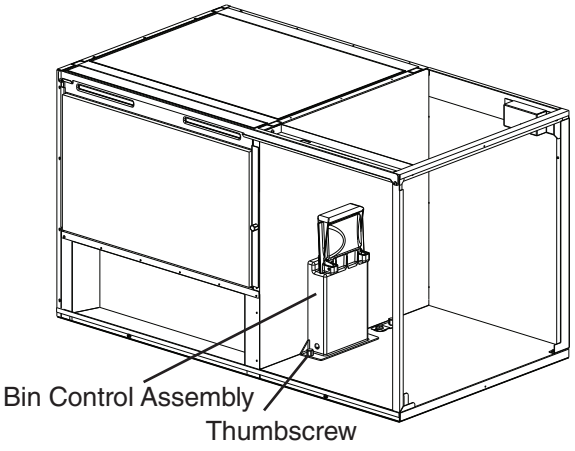

Fig. 3
2) Remove the thumbscrew and bin control assembly from inside the icemaker. See Fig. 3.